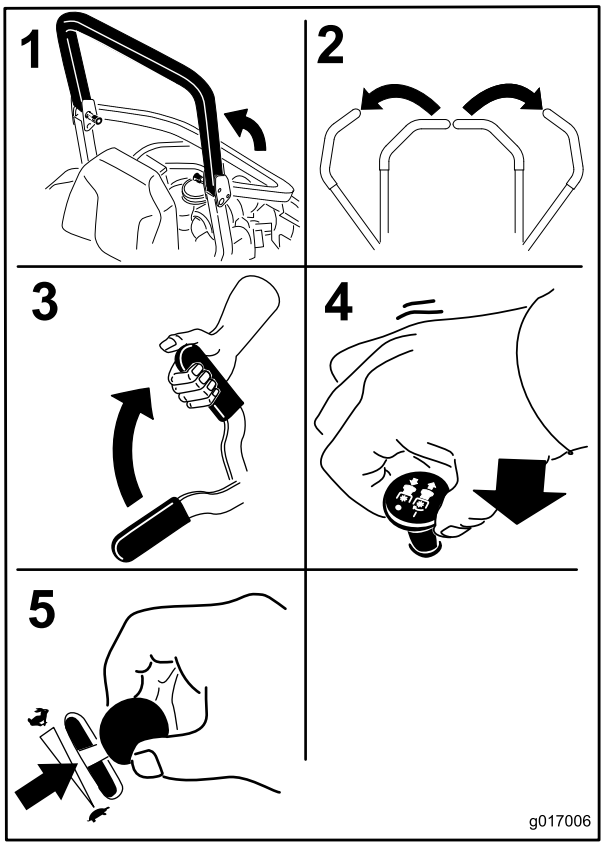

**Figur 19**
4. Flyt kontakten til regulering af skæreknivene (kraftudtag) til positionen Off (fra) (Figur 19).